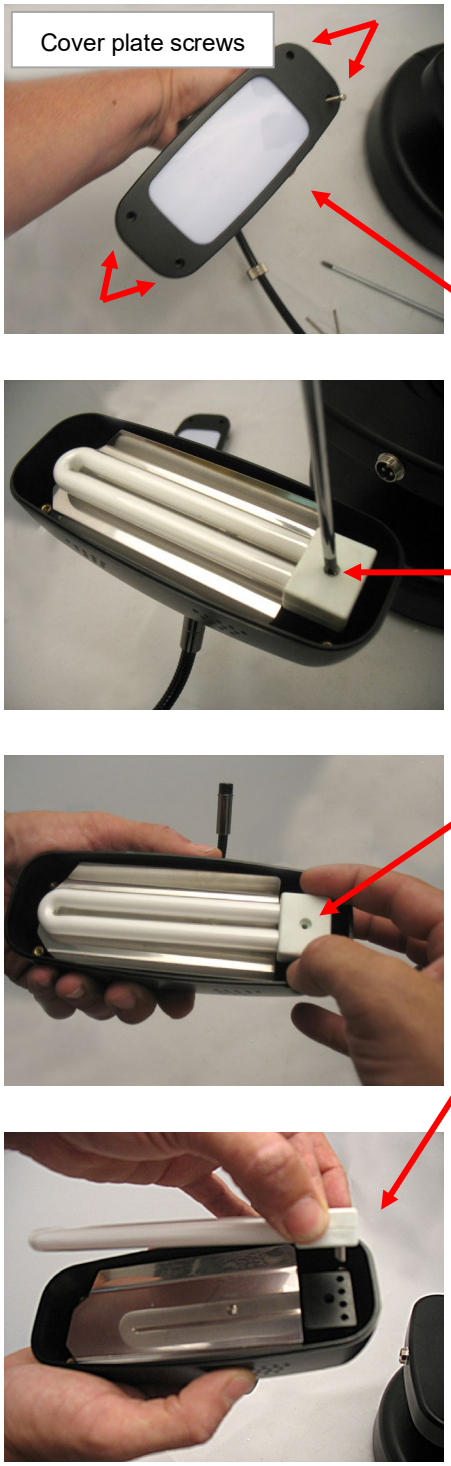

Fig. 12
**Replacing the Fluorescent Lamp in the Top Illuminator (Fig. 12)**